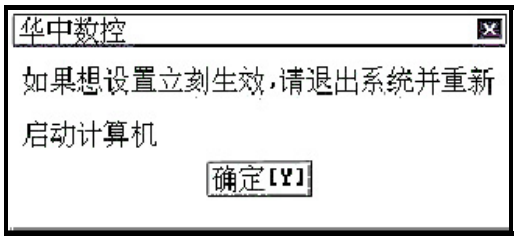

图 9.3.8 系统提示：参数修改后重新启动系统
(10) 系统回到上一级参数选择菜单后，若继续按 **Esc** 键将最终退回到参数功能子菜单。如果被修改的参数项需要重新启动系统，系统将给出如图 9.3.8 所示的提示。